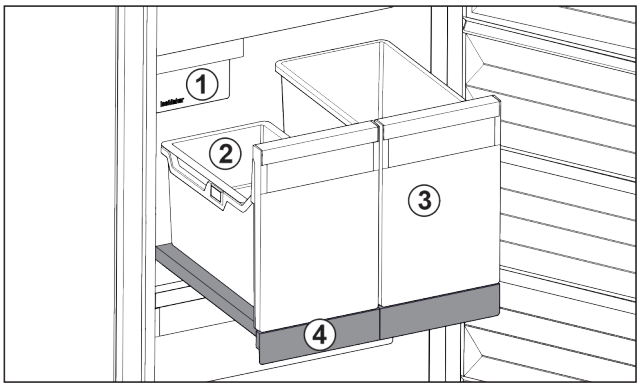

Fig. 138 Uitschuifplateau met IceTower
(1) IceMaker
(2) Inhangschalen voor ijsblokjes
(3) Bakken voor bijv. pizza, alcoholische dranken
(4) Uitschuifplateau
Op het uitschuifplateau bevinden zich twee hoge bakken (IceTower). In de bak *Fig. 138 (2)* worden ijsblokjes uit de IceMaker verzameld en bewaard. Bak *Fig. 138 (3)* is geschikt voor het bewaren van hoge levensmiddelen zoals pizza's of alcoholische dranken.